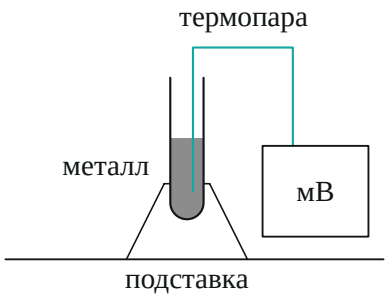

Рис. 2. Расплав в микропробирке с термопарой стоит на столе в проволочной подставке; мультиметр показывает температуру.
2.1. Как вести опыт. Металл кладём в микропробирку с термопарой и держим 5–7 минут в горячей воде (не ниже 65°C), пока он целиком не расплавится. Вынимаем, ставим в проволочную подставку на стол и каждые 10 с записываем показание термопары (рис. 2). Результат — таблица: